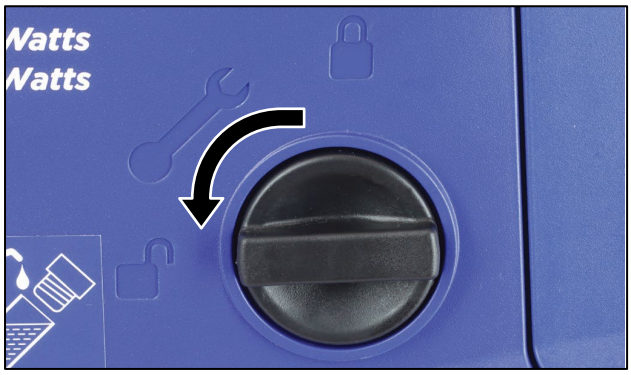

Figure 23 RHS Access Cover Lock in the Unlocked Position
1. Turn the RHS access cover lock anti-clockwise to the unlocked position (see Figure 23).